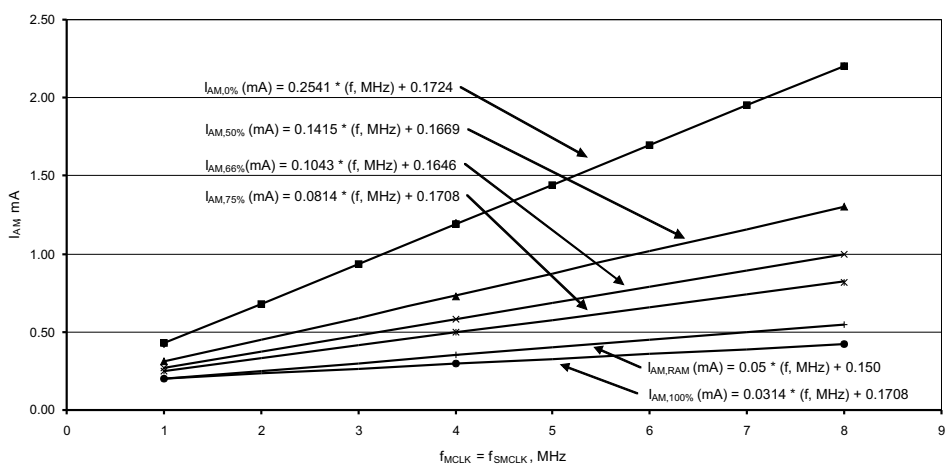

图 5-1. Typical Active Mode Supply Currents, No Wait States
(6) See 图 5-1 for typical curves. Each characteristic equation shown in the graph is computed using the least squares method for best linear fit using the typical data shown in .